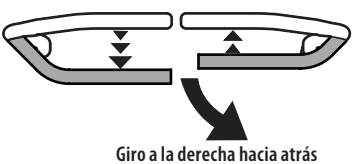

Fig. 26
2. Para girar a la derecha mientras se desplaza marcha atrás, mueva la palanca de control del lado derecho hacia adelante respecto de la palanca de control de la transmisión izquierda (Fig. 26).